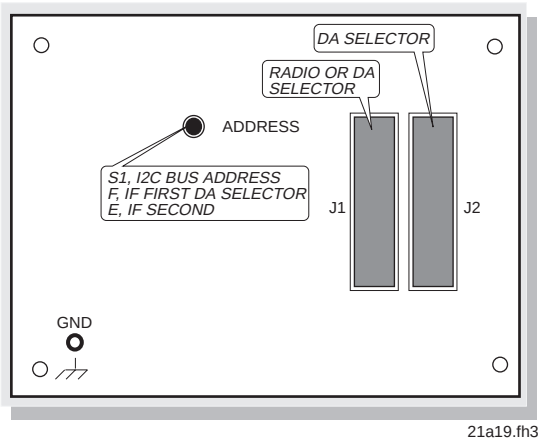

***Figure 5-90. DA Selector (35-key) Rear Panel***
- DA Selector (35 key) (**Figure 5-90**)